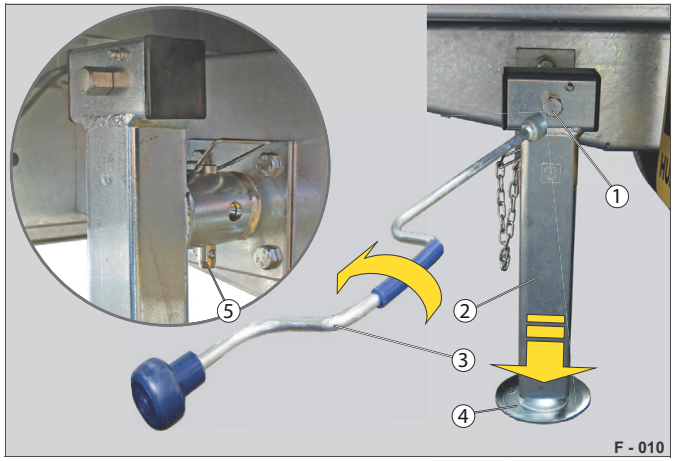
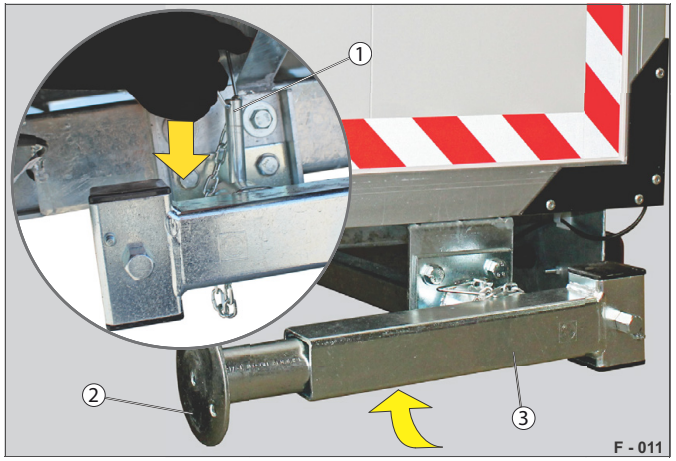

Abb. 33 Teleskopická kliková podpěra, podpěrná poloha
Abb. 34 Stočení podpěry
▶ Vytáhněte zásuvný kolík (Abb. 33/5).
▶ Otočte podpěru (Abb. 33/2) dolů.
▶ Nasaďte kliku (Abb. 33/3) na klikový nástavec (Abb. 33/1).
▶ Stočte stavěcí nožku (Abb. 33/4) dolů.
▶ Vytočte stavěcí nožku (Abb. 34/2) pomocí kliky (Abb. 33/3) zcela nahoru.
▶ Vytáhněte zásuvný kolík (Abb. 34/1).
▶ Otočte podpěru (Abb. 34/3) pomalu nahoru.